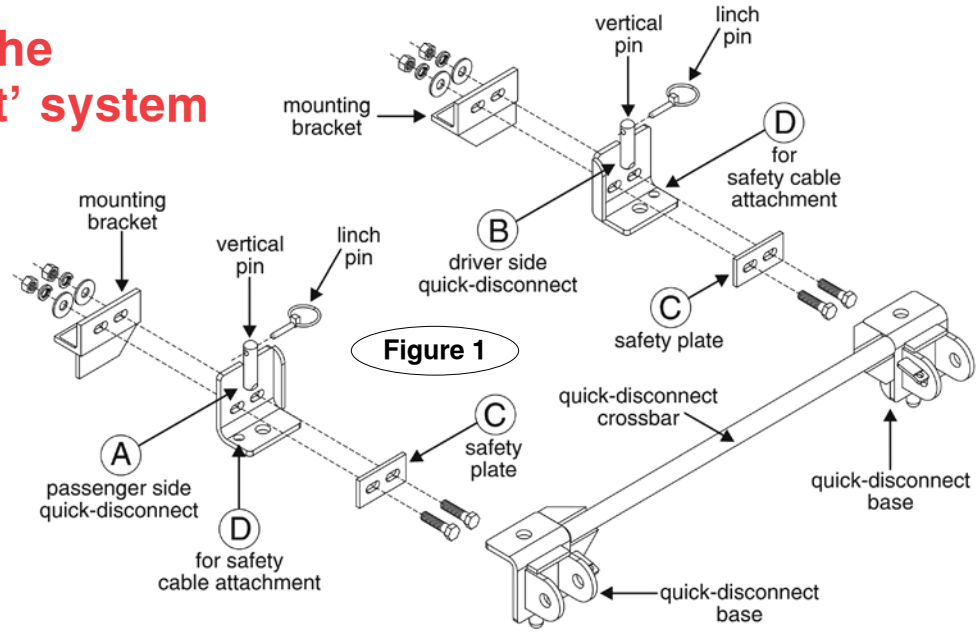

Figure 1
1. First, attach the quick-disconnects (“QDs,” parts “A” and “B” in Figure 1) to the tow bar mounting brackets. Attach the QDs so that the vertical pin on each is pointing up, as shown in Figure 1.
Attach part “A” on the passenger side, and part “B” on the driver’s side. Use the supplied ½" x 1½" bolts, the two safety plates (parts “C”), and the flat washers, lock washers and nuts, as shown in Figure 1.
Note: both QDs have an extra hole – “D” in Figure 1 –